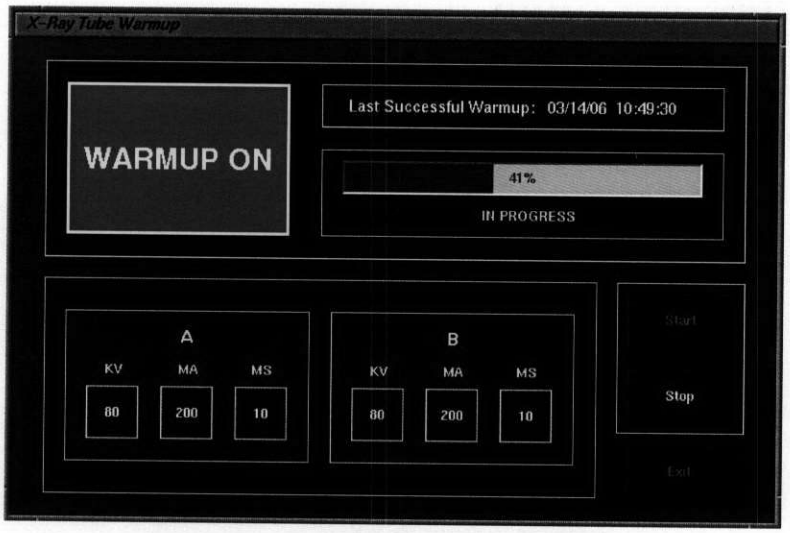

**Figure 13 Tube Warmup screen "Running"**
**Step 3.** Click **START** and the text located below the yellow progress bar displays IN PROGRESS, and the upper left graphic box will flash red, displaying the text WARMUP ON. As images are acquired, the X-ray setttings for the two camera/detector pairs are displayed in the 6 boxes located at the bottom of the screen (*Figure 13 Tube Warmup screen "Running", page 13*).